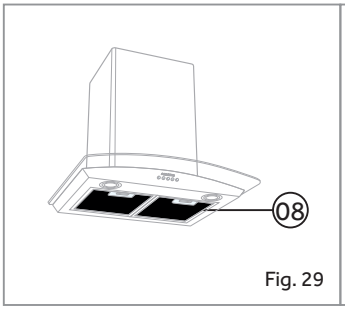

Fig. 29
14. Pegue o Filtro de Carvão da coifa, pressionando os dois engates do filtro de carvão e puxando-os para baixo. Fig. 29;